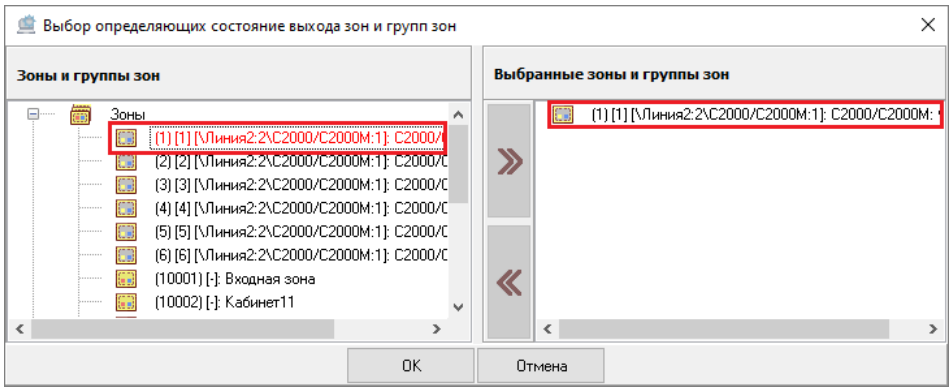

Рисунок 6-384 Выбранная в качестве определяющей состояние выхода зона
При этом для зон/групп зон, выбранных в качестве определяющих состояние выхода, применяется маркировка красным шрифтом (см. Рисунок 6-384).
- дважды кликните левой клавишей мыши по зоне/группе зон в поле «Зоны и группы зон». Зона/группа зон будет добавлена в поле «Выбранные зоны и группы зон» (см. Рисунок 6-384);